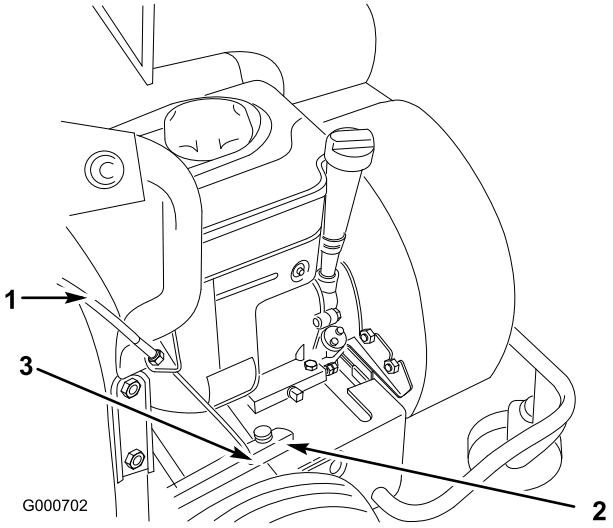

Figur 5
5. Kroka fast drivstyrkabelns nedre ände (kuländen) i nyckelhålsskåran i armen på hjuldrivningsskyddet (Figur 5).
6. Säkra kulan i nyckelhålsskåran med en bult (10–32) och mutter (10–32) (Figur 5).